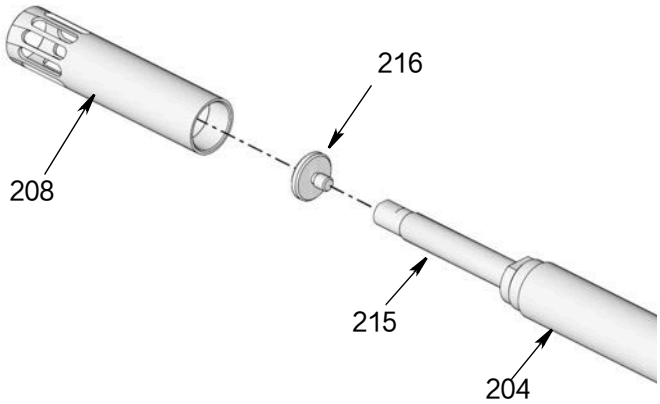

图 44
HP 泵：将铲活塞 (216) 拧入填料杆 (215) 的端头。在活塞 (216) 上使用套筒扳手，在填料杆 (215) 的平面上使用扳手，拧紧铲活塞（图 44）。用 145 – 155 英寸磅（16?17 牛 • 米）的扭力拧紧。
a. 将铲活塞 (216) 拧入填料杆 (215) 的端头。用手拧紧。
b. 在螺母 (219) 上使用套筒扳手，在填料杆 (215) 平面上使用第二个扳手，两个扳手反方向转动，拧紧螺母。
17. 将铲气缸 (208) 拧入泵气缸 (204)（图 44）。使用扳手拧紧固定。